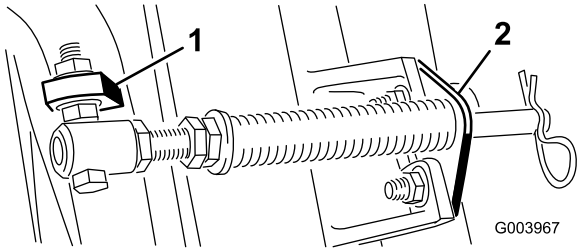

Figur 5
C. Monter fjederrørets bolt på den modsatte tap på bærerammen, og fastgør med flangemøtrikken. Boltens hoved skal placeres på tappens udvendige side som vist i Figur 5.
D. Monter stangbeslaget på klippeenhedens tapper med bræddebolte og møtrikker (Figur 5).